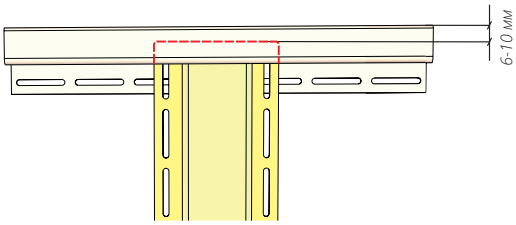
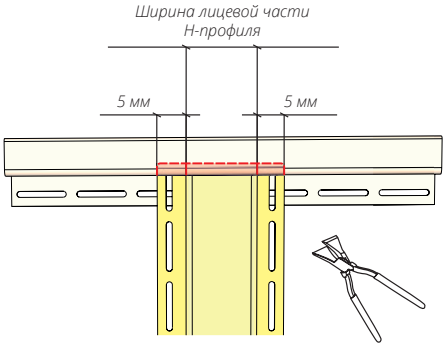

Рисунок 82
Рисунок 83
18.2 В верхней части Н-профиль вставляется в J-профиль с соблюдением зазора 6-10 мм на тепловое расширение (рис. 82). В случае монтажа J-профиля совместно с финишной планкой, в месте примыкания Н-профиля финишная планка вырезается. Ребро жесткости на лицевой части J-профиля поджимается клещами согласно рис. 83.